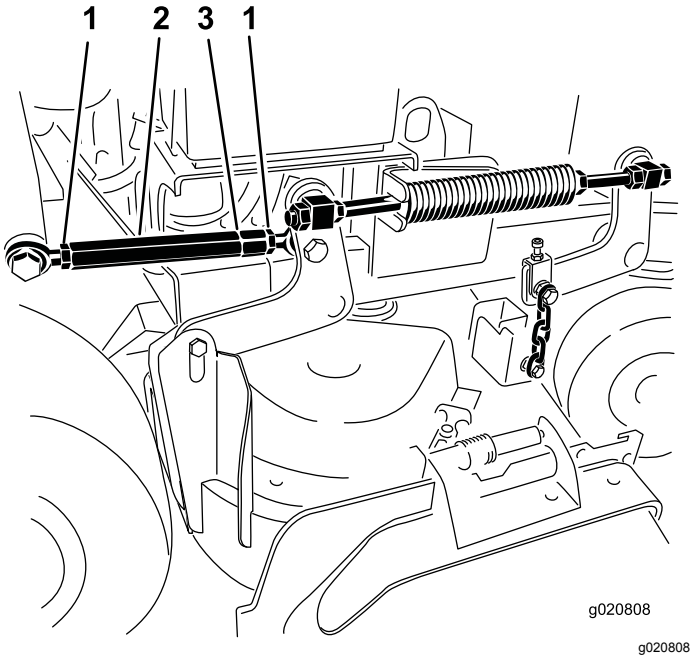

Rysunek 86
4. Poluzuj przeciwnakrętki na obu końcach śruby rzymskiej (Rysunek 86).
Informacja: Koniec śruby rzymskiej z rowkiem ma gwint lewy (Rysunek 86).